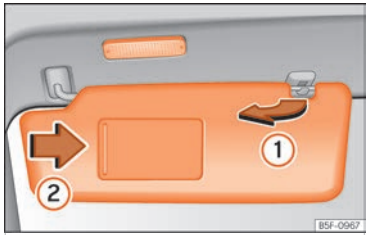

Fig. 88 Sun visor
- The sun visor can be pulled out of its mounting and turned towards the door ››› Fig. 88 ①.